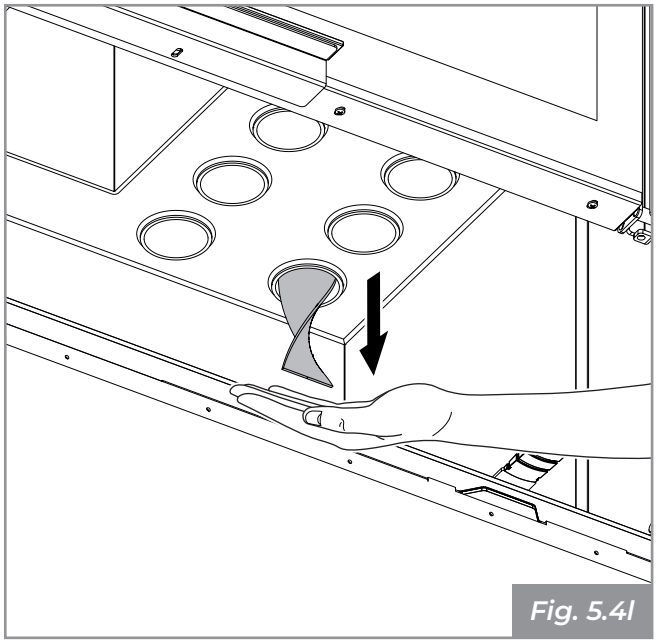

Fig. 5.4l
- Estrarre il turbolatore maneggiandolo con cautela **(Fig. 5.4l)**;